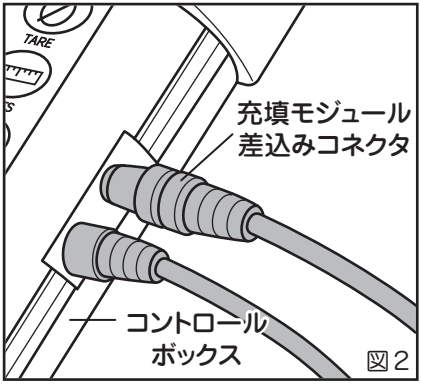

図2
①スケールをケースから取り出して、平らで堅固な場所に設置してください。
②ケースからコントロールボックスを取出してください。
③コントロールボックスの充填モジュール用ジャックに、モジュールのコネクタを差込んでください。（図2）
④ボンベを計量台の中心にそっと置いてください。